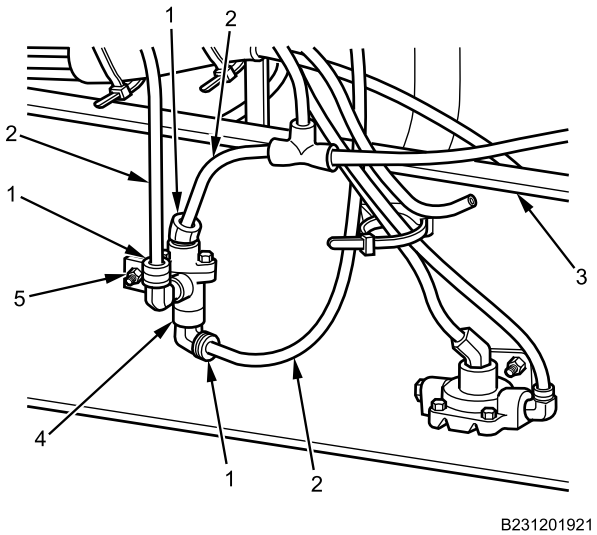

Figure 4. Air Brake Double Check Valve.
1. Install air brake double check valve (Figure 4, Item 4) on left frame rail (Figure 4, Item 3) with nut (Figure 4, Item 5) and bolt and tighten securely.
2. Install three air lines (Figure 4, Item 2) in quick connect fittings (Figure 4, Item 1) on air brake double check valve (Figure 4, Item 4).